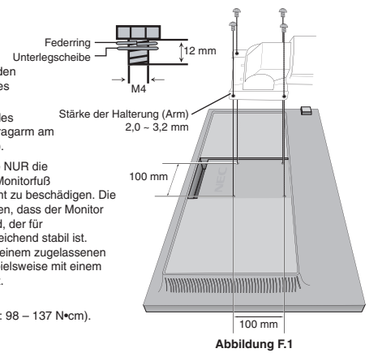

Abbildung F.1
2. Verwenden Sie die 4 beim Entfernen des Fußes gelösten Schrauben, um den Tragarm am Monitor zu befestigen (**Abbildung F.1**).